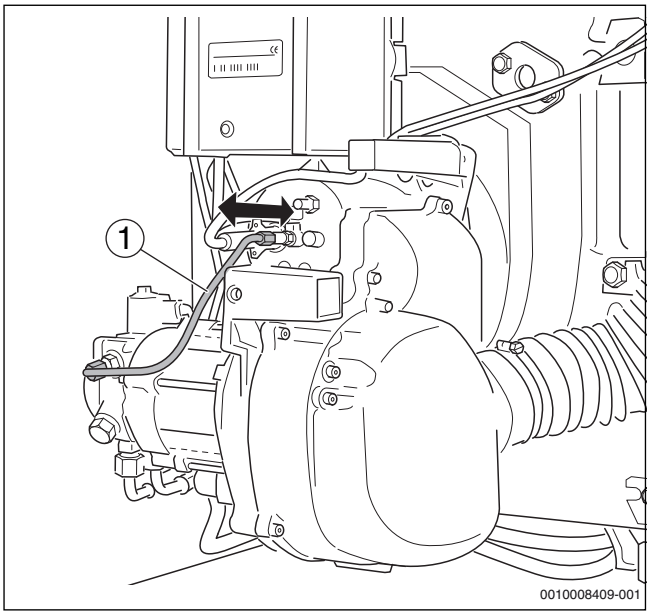

*Bild 39 Korrekten Sitz des Mischsystems prüfen*
▶ Ölzuleitung (→ Bild 39, [1]) etwa 5 mm herausziehen.